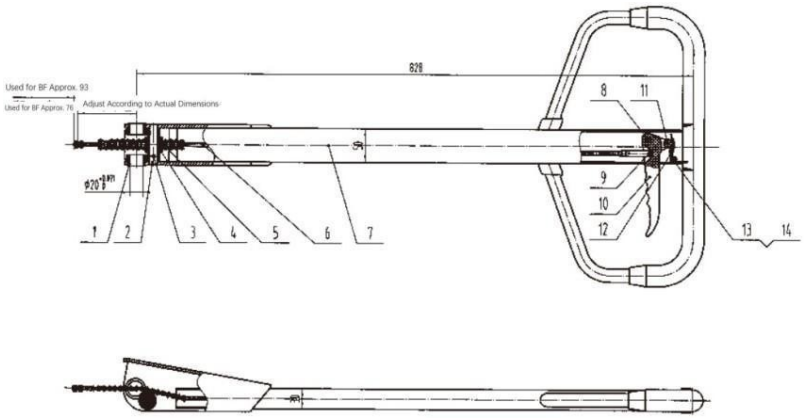

Рис. 6
1. Проверьте уплотнения на клапане картриджа (1) и при необходимости замените все уплотнения на клапане картриджа (1).
3. Нажмите на рукоятку до упора, чтобы сжать поршень масляного насоса (9).
4. Поместите фиксатор поршня непосредственно над пружиной (5) и шайбой (6), а также под опускающимся стопорным блоком рукоятки в гидравлическом блоке (16).
6. После того, как пружина (5) будет сжата, полностью переместите рукоятку в вертикальное положение.
7. Смотрите рисунок 6. Снимите пружинный стопор (1) с распределительного вала (2).
• Пружинный стопор (1)
• Звено цепи (3)
• Цепь (4)